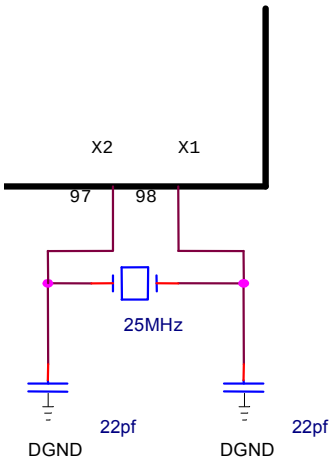

Figure 9-6
- A crystal can be used to generate the 25MHz reference clock instead of an oscillator. The crystal must be a fundamental type, series-resonant, connected to X1 and X2, and shunt to ground with 22pF capacitors. (See Table 9-3 and Figure 9-6.)